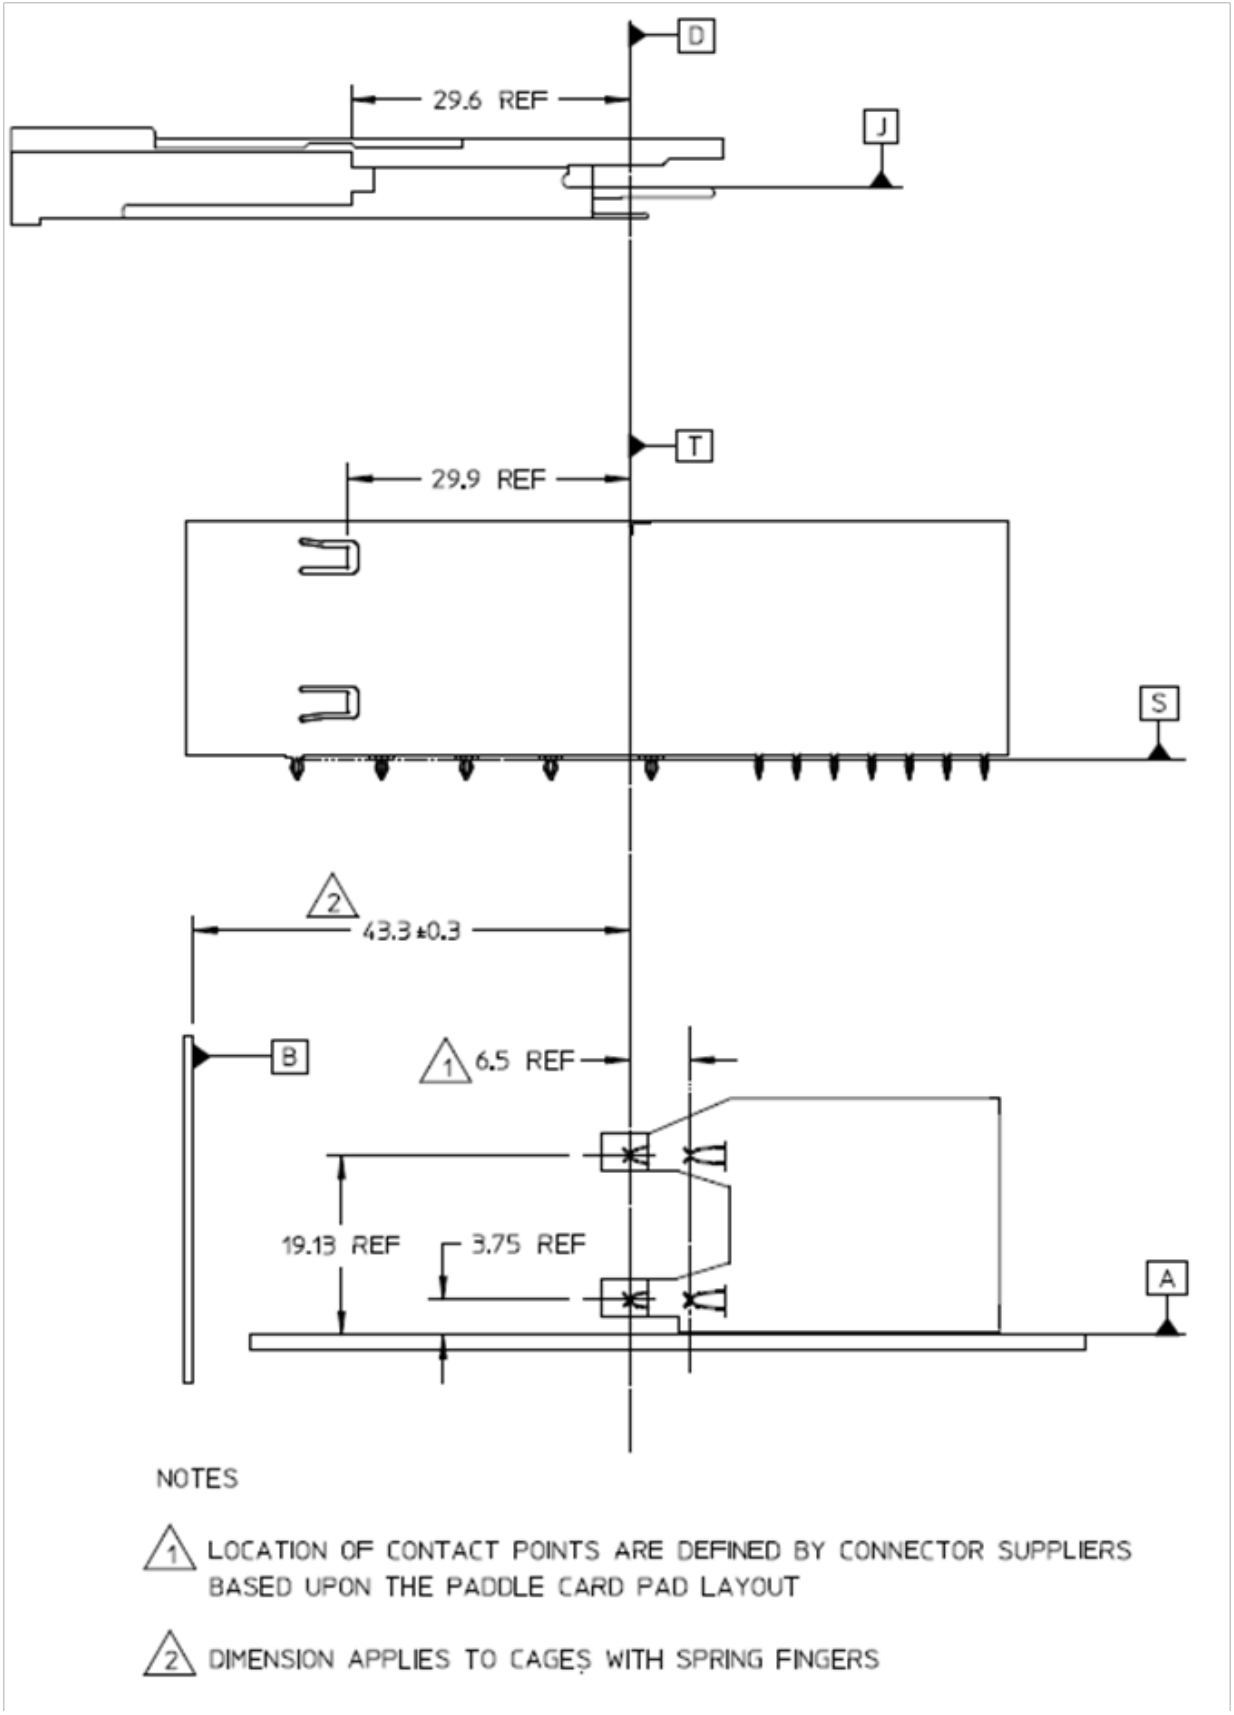
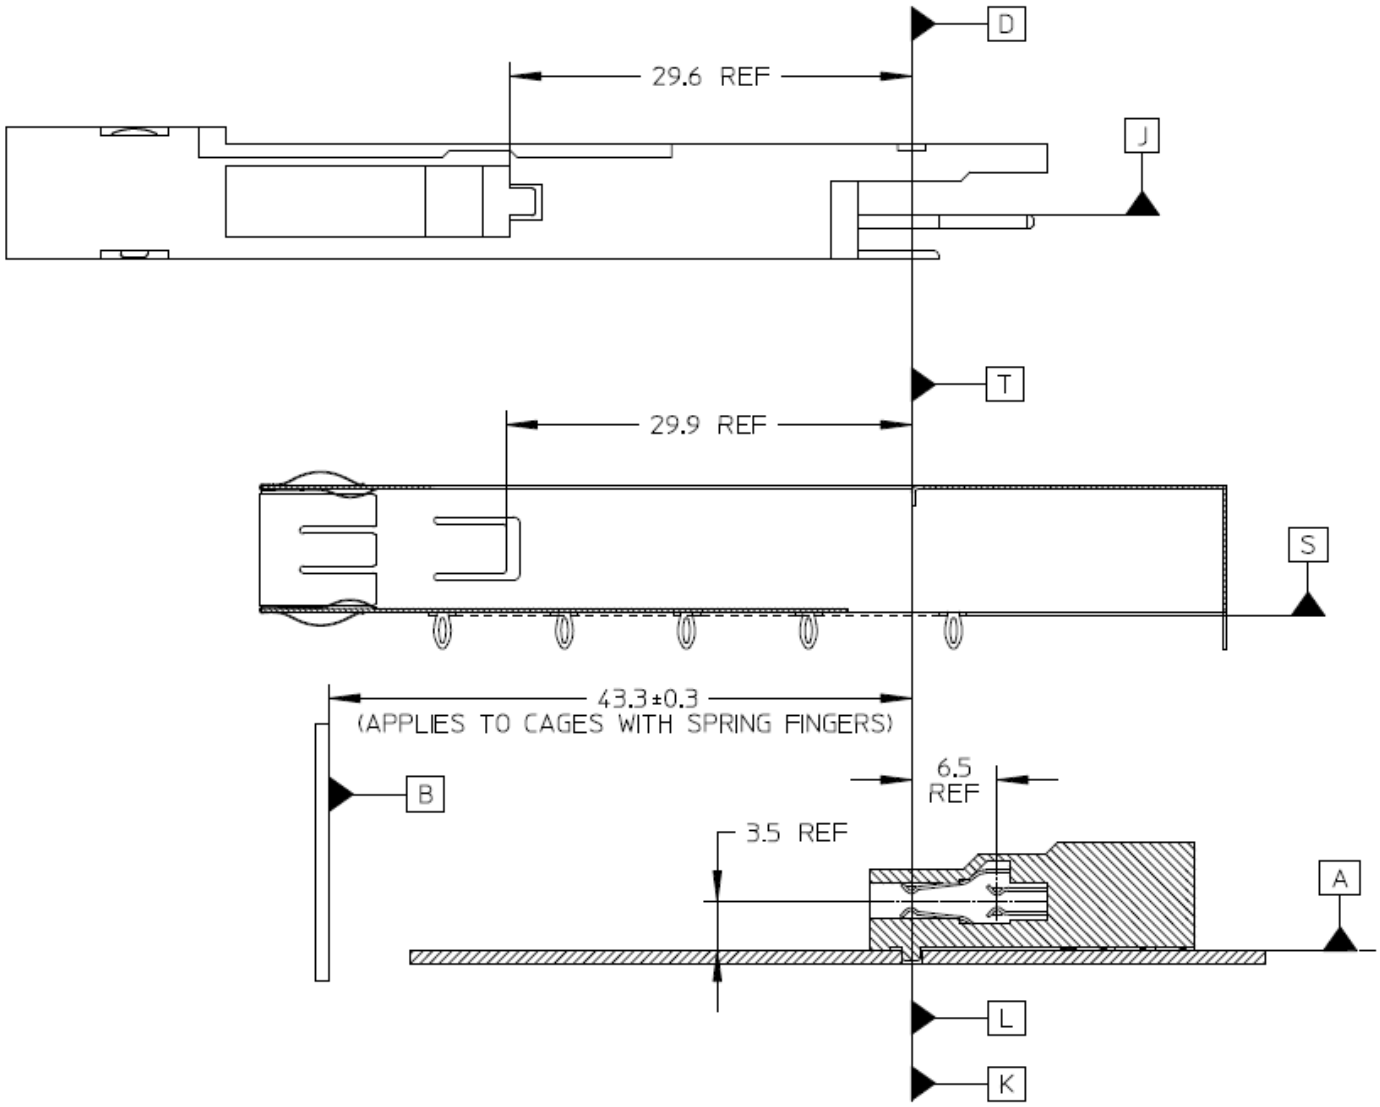

Figure 12: 2X1 stacked connector/cage datum descriptions
Figure 13: Surface mount connector/cage datum descriptions
*Datums D and T are aligned when assembled (see Figure 12 and Figure 13) **Centerlines of datums AA, C, E, G, M are aligned on the same vertical plane